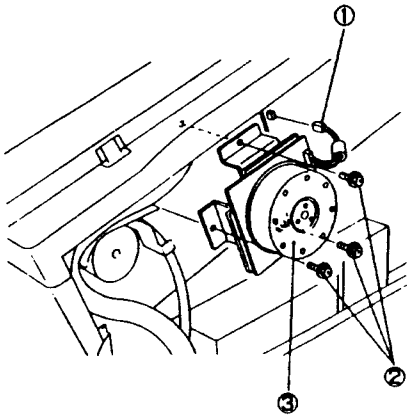

Рис. 1
5. (Рис. 1): Снимите главный двигатель.
①. Отсоедините P/J414.
②. Отверните винты (3).
③. Снимите главный двигатель.